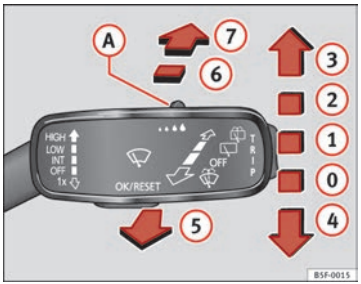

Fig. 66 Utilização do limpa pára-brisas e do limpa-vidros traseiro.
- Pressione o manípulo do limpa pára-brisas brevemente para baixo ⇒ Fig. 66 (4).